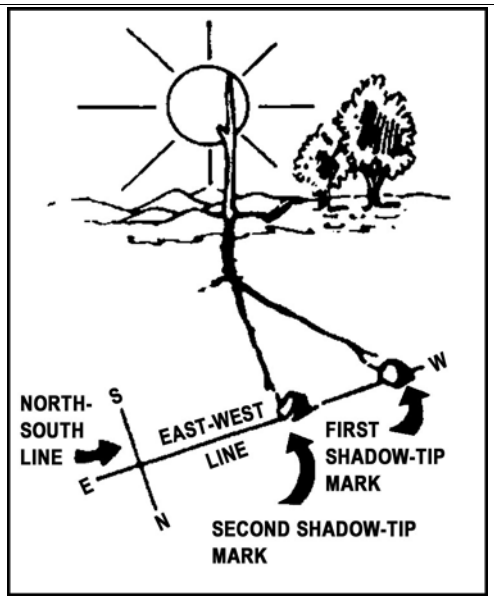

Figure C-43. North-south line
(1) The sun rises in the east and sets in the west.
(2) The first shadow tip you mark is always west and the second mark is always east.
(3) The shadow tip moves in the opposite direction.
e. Determine north and south. Draw a line at a right angle to the east-west line at any point (figure C-43). This is the north-south line.